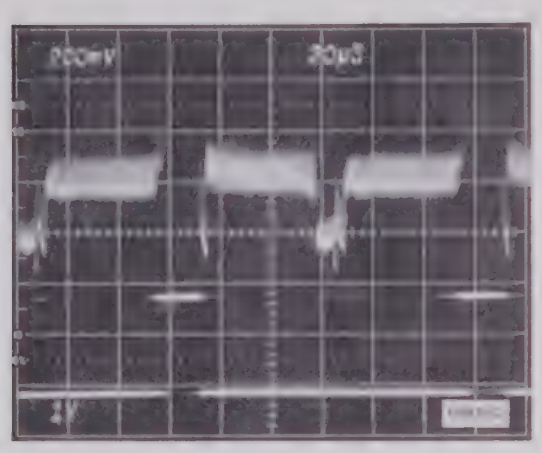

Fig. 6-7. [illegible]
i. Check - the Channel-2 display for a solid pulse that is time related with Channel-1 (Fig. 6-7).